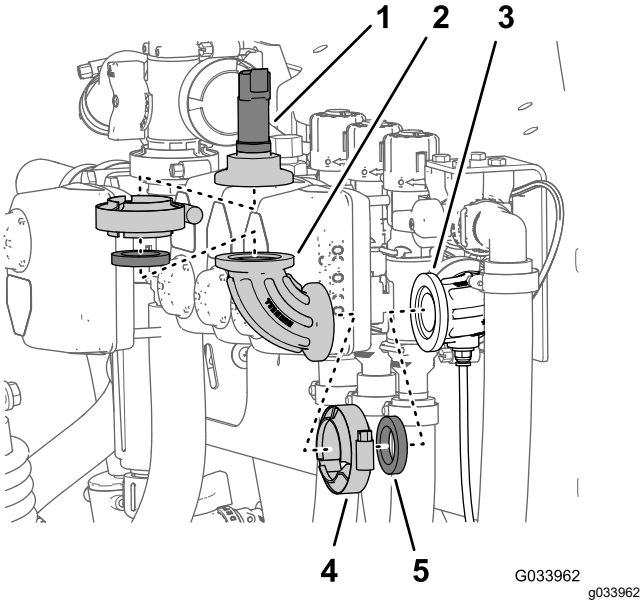

Rysunek 10
2. Zdejmij obejmę kołnierza mocującą przetwornik ciśnienia do kolanka 90° i zdejmij przetwornik, uszczelkę i obejmę kołnierza (Rysunek 10).
3. Zdejmij obejmę kołnierza mocującą kolanko 90° do kolanka 90° ze złączem do rury czujnika i zdejmij kolanko 90°, uszczelkę i obejmę kołnierza (Rysunek 10).